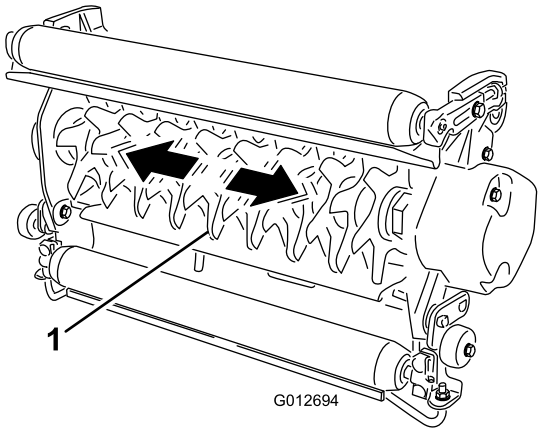

Figuur 9
1. Houd de as van de messenkooi vast en probeer de messenkooi van links naar rechts te bewegen (Figuur 9).